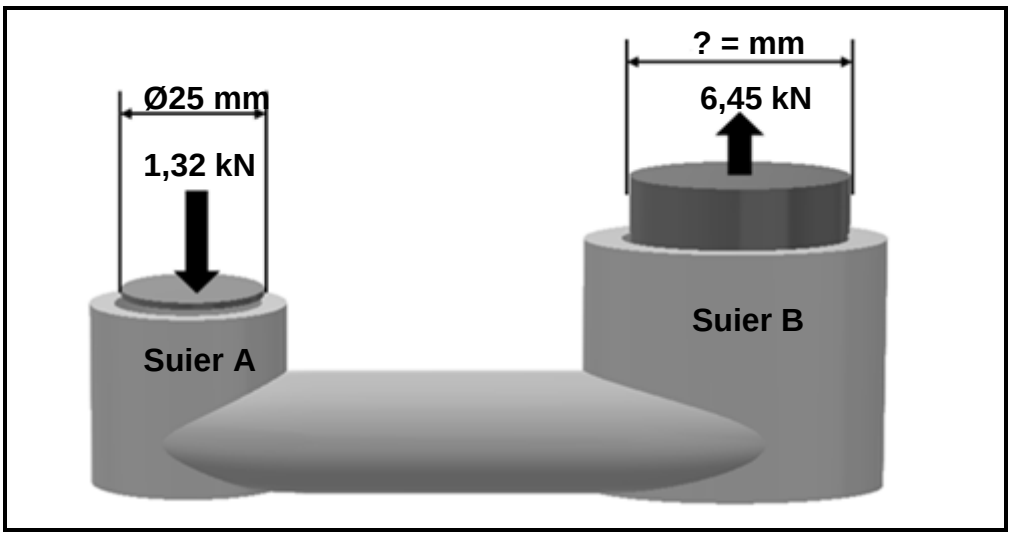

FIGUUR 11.1
11.1 FIGUUR 11.1 toon 'n hidrouliese stelsel met suier **A** met 'n diameter van 25 mm. 'n Krag van 1,32 kN word op suier **A** uitgeoefen. Die stelsel het ook suier **B**, wat 'n krag van 6,45 kN uitoefen. Beantwoord die vrae wat volg.